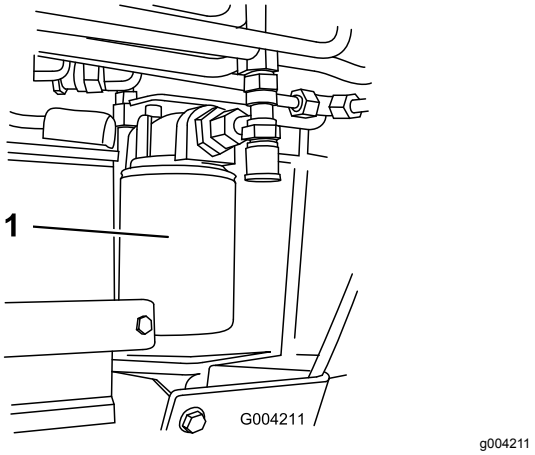

Figuur 61
4. Plaats een opvangbak onder het filter (Figuur 61).
5. Verwijder het oude filter (Figuur 61) en veeg het oppervlak van de pakking van het filtertussenstuk schoon.
7. Monteer het nieuwe hydraulische filter op het filtertussenstuk (Figuur 61). Draai het filter rechtsom totdat de rubberen pakking contact maakt met het filtertussenstuk. Draai het filter vervolgens nog eens ¾ slag.